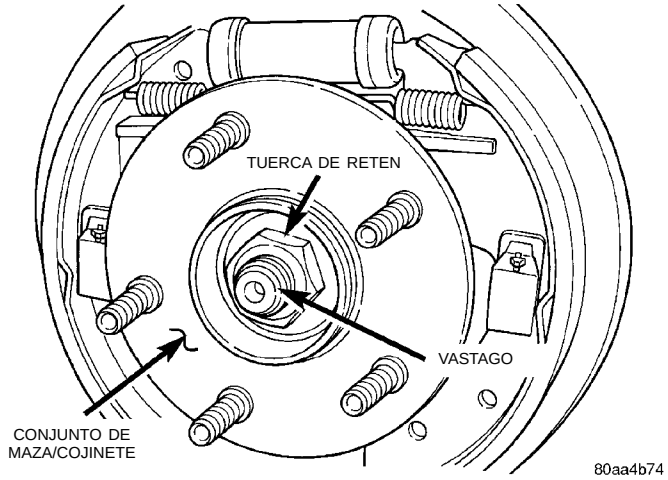

Fig. 91 Tuerca de retén del conjunto de maza/cojinete trasero
(4) Retire la tuerca de retén (Fig. 91) que sujeta el conjunto de la maza/cojinete trasero al vástago. Retire el conjunto de la maza/cojinete del vástago.
(1) Instale la placa de apoyo del freno y la junta en la fundición de la articulación de la suspensión trasera. Apriete los pernos de fijación de la placa de apoyo en la fundición de la articulación con una torsión de 75 N·m (55 lbs. pie).
(2) Inserte la conexión del extremo del cable de estacionamiento en la placa de apoyo del freno.
(3) Comience a instalar a mano la conexión del tubo de la manguera de freno hidráulico en el cilindro de rueda. Apriete la tuerca que fija el tubo en la conexión del cilindro de rueda con una torsión de 17 N·m (145 lbs. pulg.).
(4) Conecte el cable de freno de estacionamiento al accionador del freno de estacionamiento.
(5) Instale los conjuntos de zapata de frenos traseros en la placa de apoyo del freno. Para informarse sobre el procedimiento correcto de instalación de la zapata de freno, consulte Zapatas de frenos traseros en la sección Desmontaje e instalación de este grupo del manual de servicio.
(6) Instale el conjunto de maza y cojinete trasero en el vástago trasero. Instale una tuerca de retén del conjunto de maza y cojinete **NUEVA** (Fig. 91). Apriete la tuerca de retén del conjunto de maza y cojinete con una torsión de 217 N·m (160 lbs. pie). Instale la tapa guardapolvo.
(7) Ajuste los conjuntos de zapata de freno de modo que no interfieran con la instalación del tambor de freno.
(8) Instale el tambor de freno. Ajuste y purgue los frenos de servicio.
(9) Después de instalar los tambores de freno, bombee el pedal de freno varias veces para realizar el ajuste final de los conjuntos de zapata de freno.
(10) Instale el conjunto de rueda y neumático. Apriete las tuercas de los pernos de instalación de la rueda en la secuencia adecuada hasta que todas estén con la mitad de torsión de la especificación. Después repita la secuencia de ajuste hasta que complete la especificación total de 135 N·m. (100 lbs. pie).